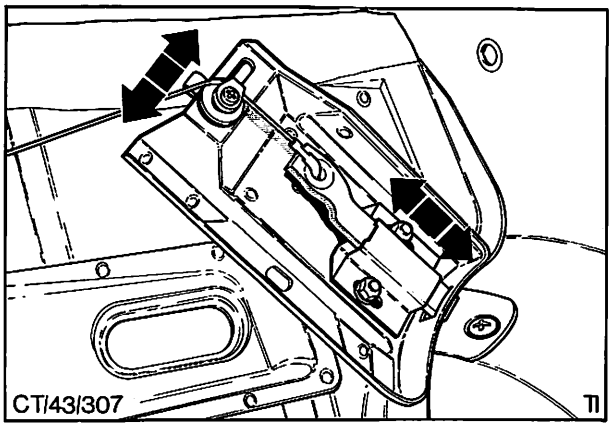

Abb. 64 Seilzug und Verriegelung einstellen (Pfeile)
11. Seilzüge spannen. Hierzu Umlenkrollen nach oben schieben, bis die Seilzüge straff sind, dann Halteschrauben der Umlenkrollen festziehen. Funktion des Mechanismus prüfen, Abb. 64.
6. Arretierung und Umlenkrolle verschieben, um den Seilzug zu spannen. Anschließend Halteschraube der Umlenkrolle sowie Befestigungsmuttern der Arretierung festziehen und Hintersitzlehne einbauen, Abb. 64.